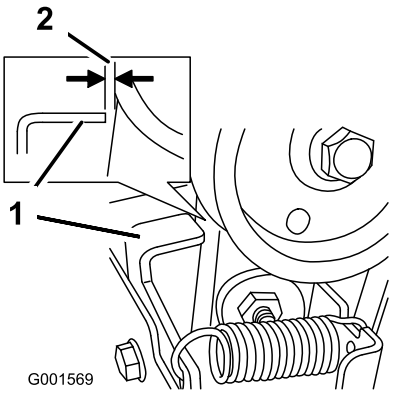

**Figur 45**
3. Koppla ur matarskruvs-/impellerreglaget och kontrollera att mellanrummet mellan matarskruvskopplingen och tappen är 1,5 mm, enligt Figur 45.